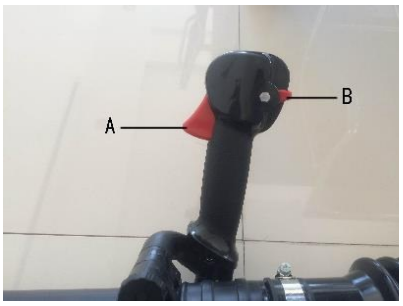

Abb. 9
1. Vergewissern Sie sich, dass der Zündschalter **(B)** nicht auf „Stopp“ steht (Abb. 9).